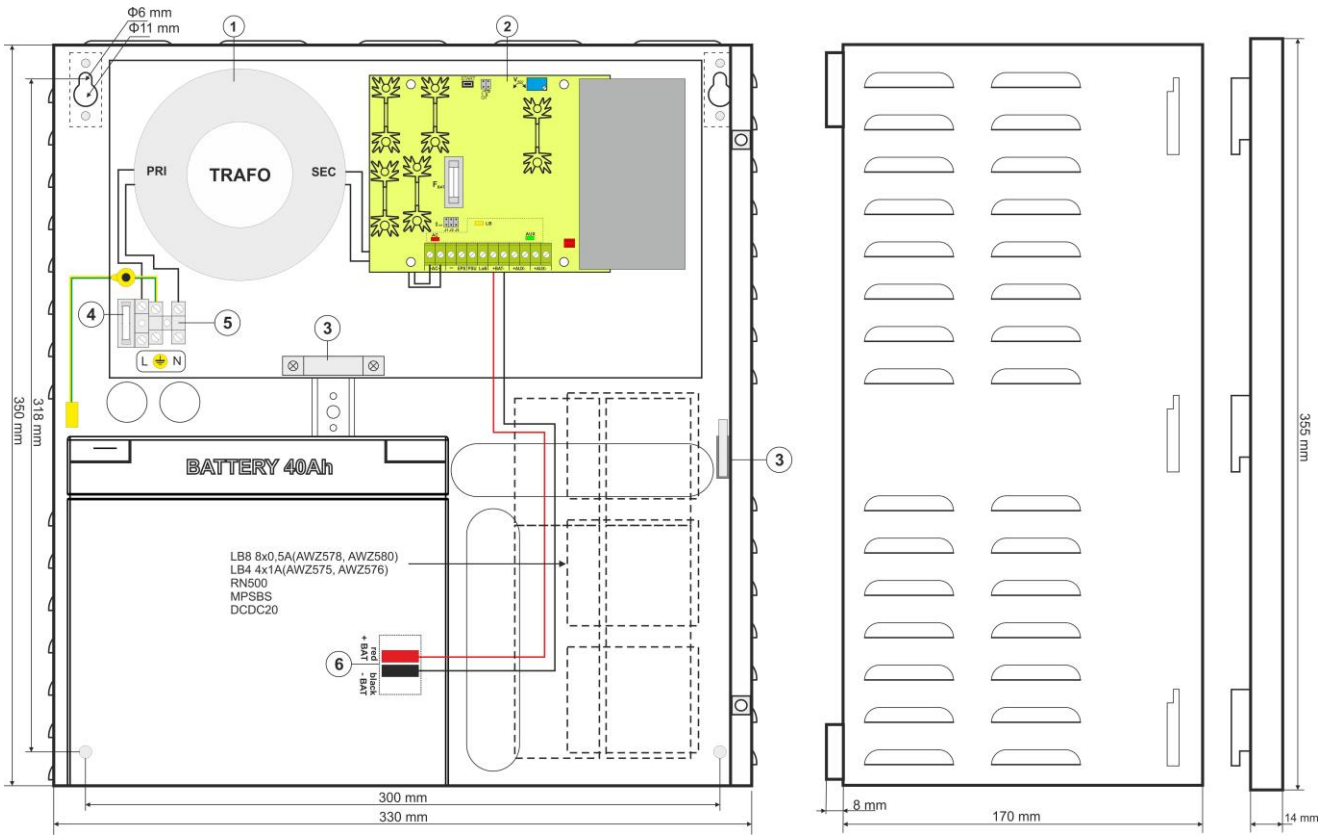

Fig.3. Vista de la fuente de alimentación.
Tabla 2. Componentes de la fuente de alimentación (véase fig. 3).
2. Montar la fuente de alimentación en el lugar elegido. Atornillar a la superficie el mango del tamper anti sabotajes colocado en la parte central de la caja (véase fig. 3 [3]) responsable de la señalización del intento de un desprendimiento de la fuente de alimentación de la superficie.
8. Montar la batería en un lugar elegido de la caja (fig. 3). Hacer conexiones entre la batería y la placa de la fuente de alimentación, prestando especial atención al mantenimiento de la polaridad correcta.